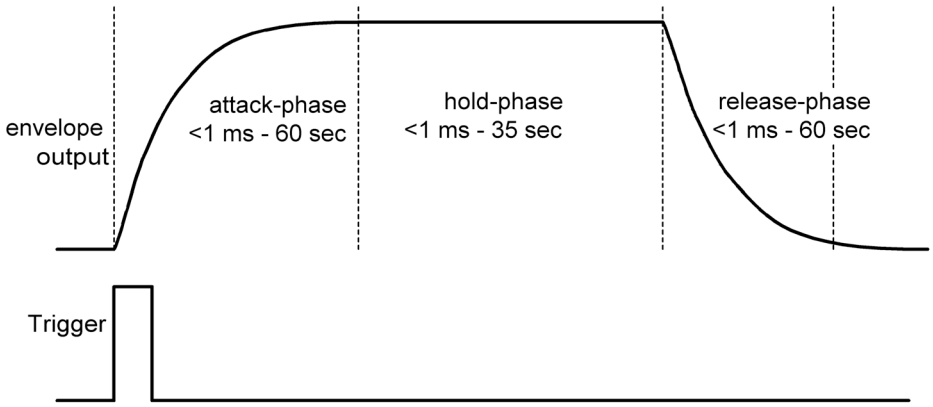

Fig. 9.5.2 AHR-envelope curve
Fig. 9.5.2 shows the basic curve of an AHR-envelope. The times apply for the value ranges with the control elements **[attack 1] (17)**, **hold 1 (18)**, **[release 1] (19)** for ENV 1 resp. **[attack 2] (25)**, **[hold 2] (26)**, **[release 2] (27)** for ENV 2 on the frontpanel.